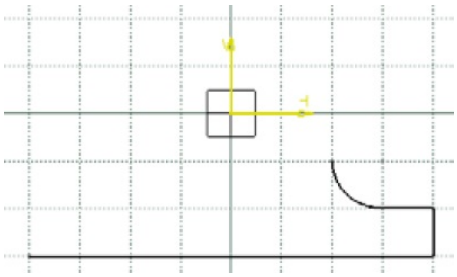

Figure 2-55 *The sketch after drawing three lines and a tangent arc*
b. Draw the sketch of the model using the **Profile** and **Rectangle** tools, refer to Figures 2-55 through 2-57.
7. Move the cursor to the location whose coordinates are 20,-10 and click to specify the endpoint of the tangent arc; the **Line** mode is activated and the line gets attached to the cursor again. Figure 2-55 shows the sketch after drawing three lines and a tangent arc. In this figure, the constraints are hidden for better visualization.